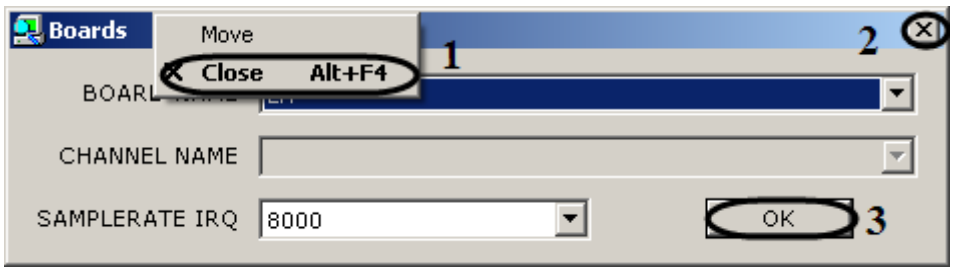

Figure 12.13-3 Shutting-down Boards.exe
7. Press a combination of keys «Alt»+«F4»(Figure 12.13-3,1).
8. Click the button in right upper corner of Close dialog window (Figure 12.13-3,2);
9. Click «OK» after changes (Figure 12.13-3,3).